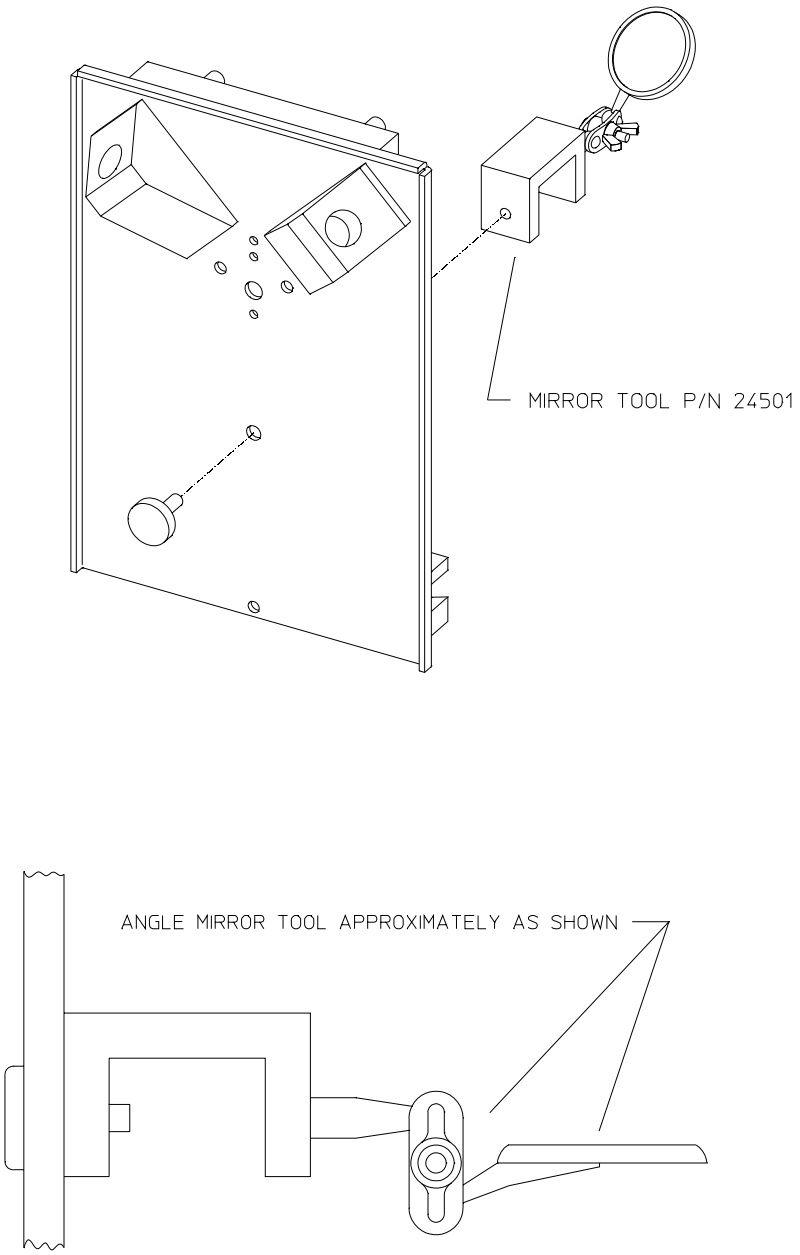

FIGURE 4-8. Tool Stand with Mirror Tool Attached
1) Set up the tool stand with the mirror tool attached as shown in Figure 4-8. Manually adjust the mirror so that the mirror surface faces up (towards the top of the bowl) and extends outward as shown.